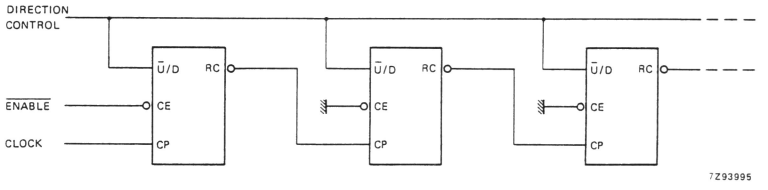

Fig. 5 N-stage ripple counter using ripple clock.
Overflow/underflow indications are provided by two types of outputs, the terminal count (TC) and ripple clock ($\overline{RC}$). The TC output is normally LOW and goes HIGH when a circuit reaches zero in the count-down mode or reaches "9" in the count-up-mode. The TC output will remain HIGH until a state change occurs, either by counting or presetting, or until $\overline{U}$/D is changed. Do not use the TC output as a clock signal because it is subject to decoding spikes. The TC signal is used internally to enable the $\overline{RC}$ output. When TC is HIGH and $\overline{CE}$ is LOW, the $\overline{RC}$ output follows the clock pulse (CP). This feature simplifies the design of multistage counters as shown in Figs 5 and 6.
In Fig. 5, each $\overline{RC}$ output is used as the clock input to the next higher stage. It is only necessary to inhibit the first stage to prevent counting in all stages, since a HIGH on $\overline{CE}$ inhibits the $\overline{RC}$ output pulse as indicated in the function table. The timing skew between state changes in the first and last stages is represented by the cumulative delay of the clock as it ripples through the preceding stages. This can be a disadvantage of this configuration in some applications.
In Fig. 7, the configuration shown avoids ripple delays and their associated restrictions. Combining the TC signals from all the preceding stages forms the $\overline{CE}$ input for a given stage. An enable must be included in each carry gate in order to inhibit counting. The TC output of a given stage it not affected by its own $\overline{CE}$ signal therefore the simple inhibit scheme of Figs 5 and 6 does not apply.